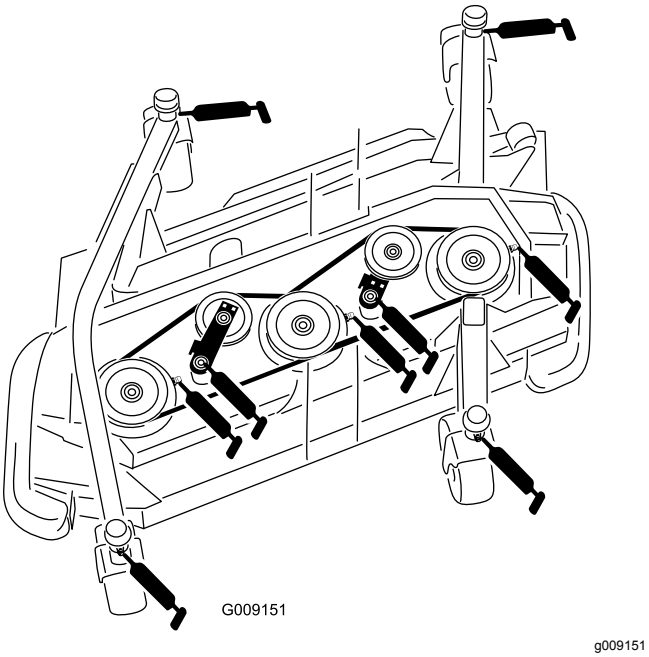

Figur 74
- 4 akselbøsning til styrehjulsgaffel (Figur 74)
- 3 spindelaksellejer (placeret på spindelhuset) som vist i Figur 74
- 2 styrearmens drejebøsninger (placeret på styreremskivens drejeaksel) som vist i Figur 74